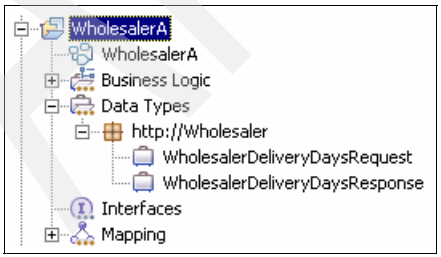

Figure A-11 Namespace view
5. In the Business Integration view, click the **Show Namespace** icon ( ) to check the business object namespaces. Because namespaces are important, WebSphere Integration Developer provides a facility to show the namespaces of artefacts. You should see a structure like the one shown in Figure A-11.